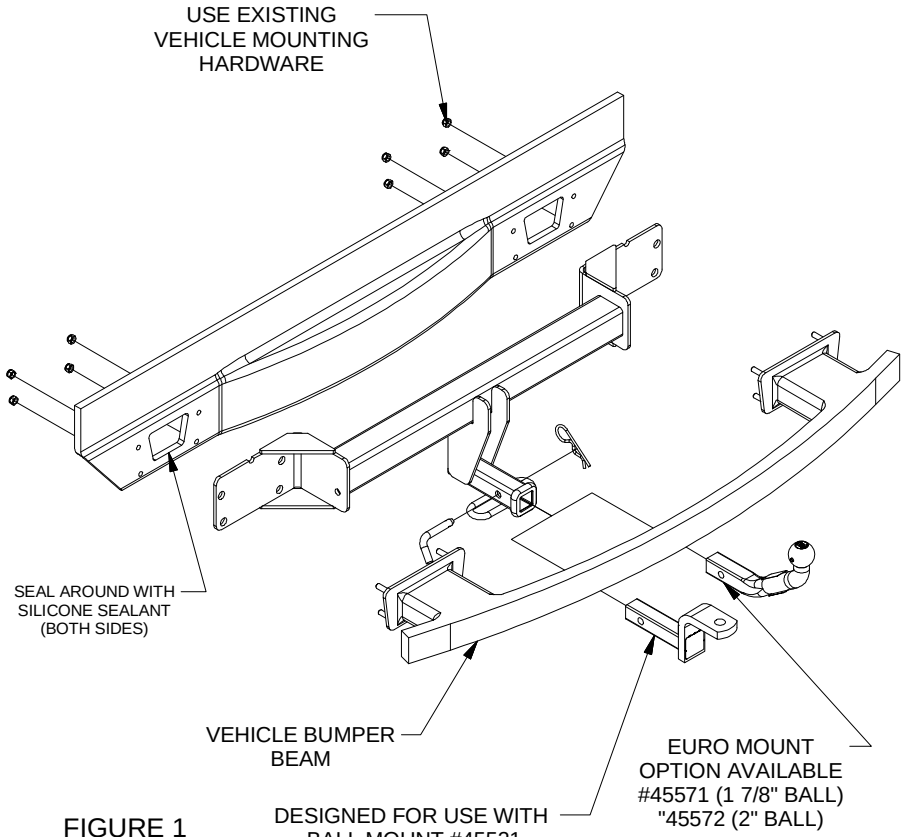

FIGURE 1
4. On the fascia supports, locate and remove (2) bolts, (1) on each side using a 10mm socket. Gently remove the lower portion of fascia connected to the bumper fascia. Set aside for later reinstallation.
5. Locate the bumper beam connection points and remove (8) nuts, (4) from each side using a 16mm socket. Remove bumper beam by pulling bumper towards rear of car while twisting the bumper beam up towards the top of the vehicle. Set aside for later reinstallation. **NOTE:** Use silicone sealant around openings of the frame rail on each side as shown in FIGURE 1.